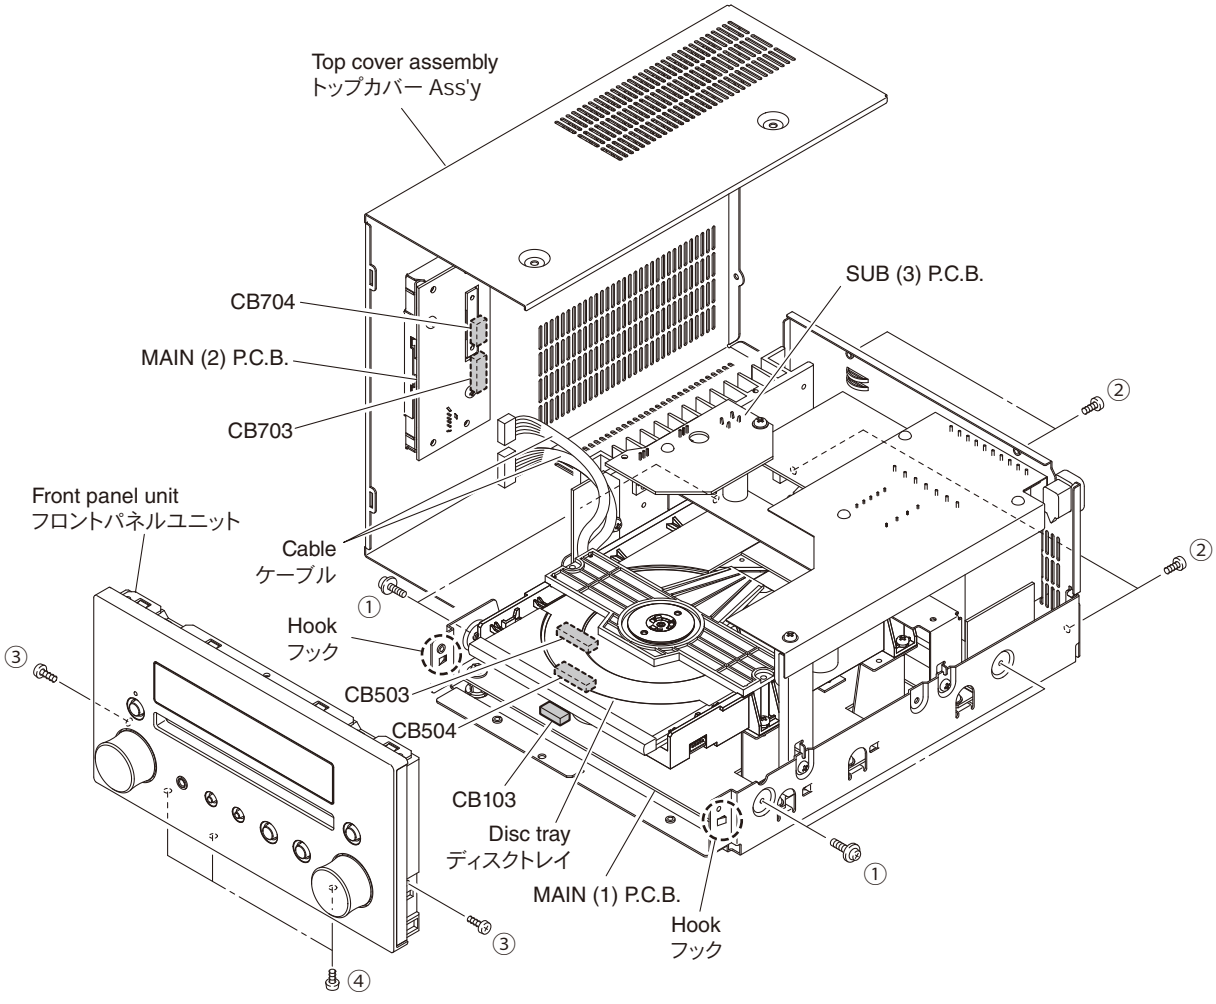

Fig. 1
a. Remove 4 screws (①) and 4 screws (②). (Fig. 1)
b. Lift the top cover assembly. (Fig. 1)
c. Remove CB703 and CB704. (Fig. 1)
d. Remove the top cover assembly. (Fig. 1)
* When installing the top cover assembly, be careful not to allow its cables to touch the disc tray of the loader mechanism unit and the SUB (3) P.C.B.
a. Remove 2 screws (③) and 3 screws (④). (Fig. 1)
b. Remove CB103, CB503 and CB504. (Fig. 1)
c. Release 2 hooks and then remove the front panel unit. (Fig. 1)
a. ① のネジ 4 本、② のネジ 4 本を外します。（Fig. 1）
b. トップカバー Ass'y を持ち上げます。（Fig. 1）
c. CB703、CB704 を外します。（Fig. 1）
d. トップカバー Ass'y を外します。（Fig. 1）
a. ③ のネジ 2 本、④ のネジ 3 本を外します。（Fig. 1）
b. CB103、CB503、CB504 を外します。（Fig. 1）
c. フック 2 ヶ所を外し、フロントパネルユニットを外します。（Fig. 1）